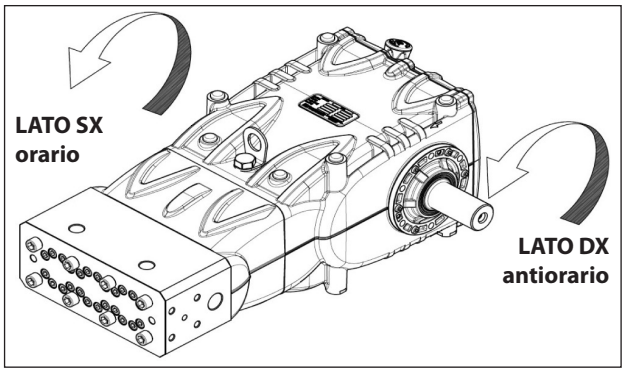

Fig. 6
Posizionandosi di fronte alla testata pompa il senso di rotazione dovrà risultare come da Fig. 6.
**N.B.** La versione riportata in Fig. 6 è Dx.